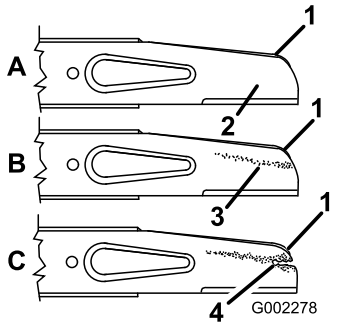

Figuur 26
2. Verwijder de mesmoeren, de versneller en het mes (Figuur 26).